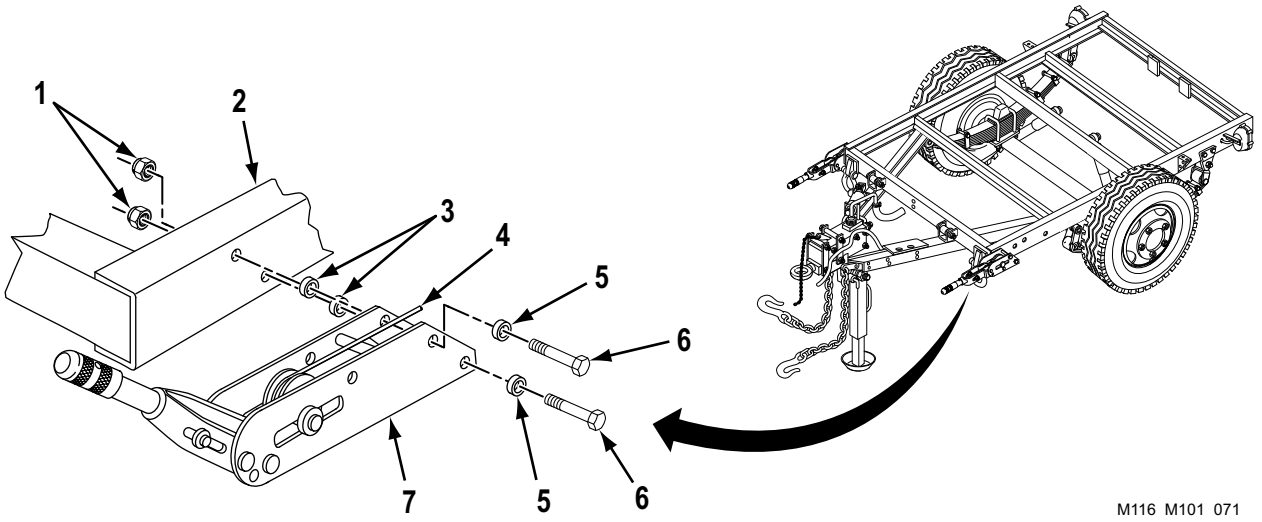

Figure 4. Handbrake Lever Removal.
6. Remove two self-locking nuts (Figure 4, Item 1), cap screws (Figure 4, Item 6), and spacers (Figure 4, Item 5), handbrake lever (Figure 4, Item 7), and two washers (Figure 4, Item 3) from frame (Figure 4, Item 2). Discard self-locking nuts (Figure 4, Item 1).
7. Disconnect cable assembly (Figure 4, Item 4) from handbrake lever (Figure 4, Item 7).